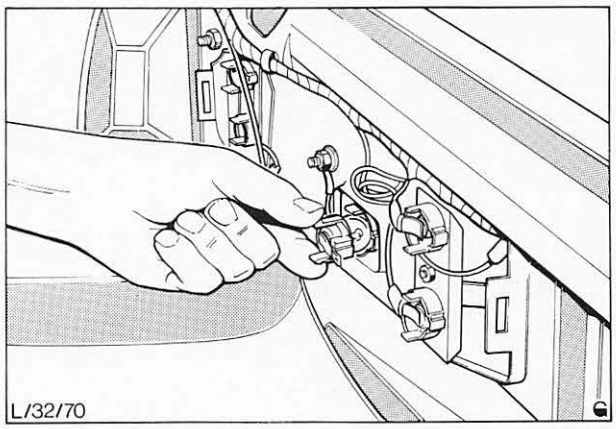

Abb. 23 Glühlampe – Rückleuchte ausbauen (Pkw)
4. Glühlampe nach links drehen und aus der Fassung nehmen, Abb. 23.